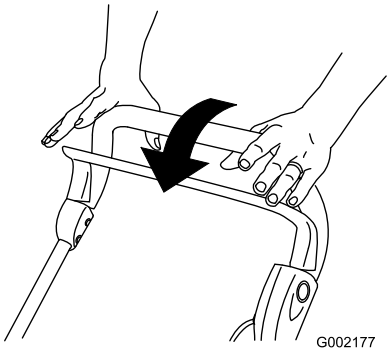

Figur 18
1. Slipp kontrollbøylen (Figur 18).